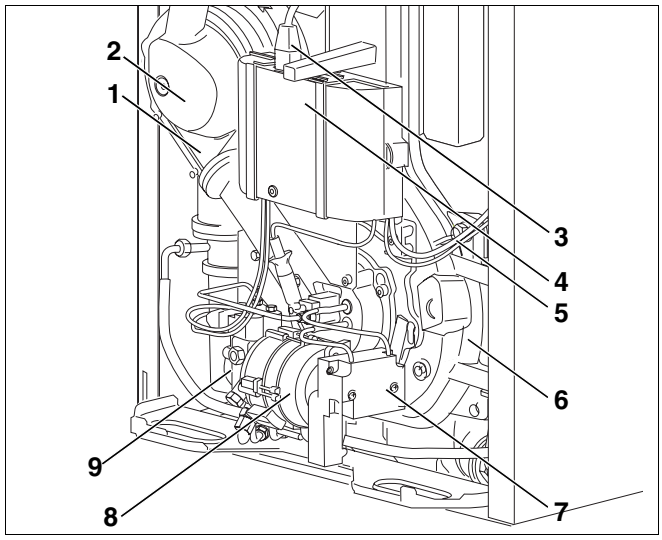
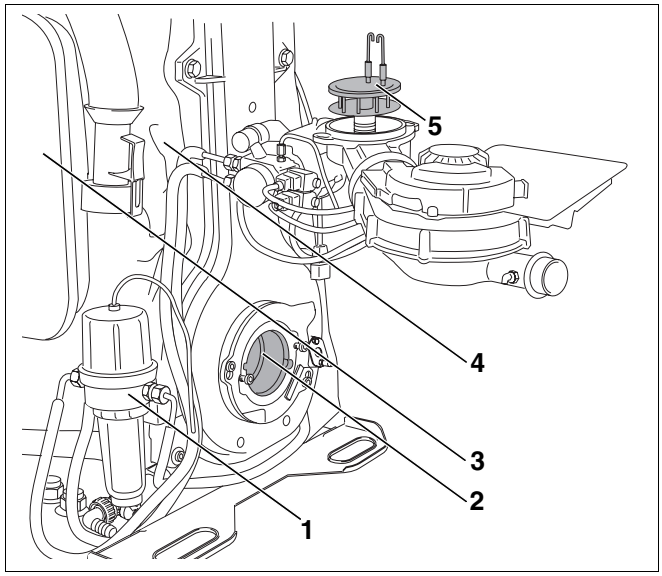

Rys. 3 Elementy główne - palnik olejowy
Rys. 4 Ustawienie palnika w pozycji serwisowej
– Blok kotła z żeliwa, z izolacją cieplną (rys. 4, **poz. 4,** strona 11) i palnikiem olejowym (rys. 3, strona 11). Blok kotła przekazuje wodzie grzewczej ciepło wytworzone przez palnik olejowy.
ciśnieniowe naczynie wzbiorcze (rys. 4, **poz. 3**, strona 11).
– Dmuchawa palnika (rys. 3, **poz. 1**)
– Przyłącze powietrza do spalania (rys. 3, **poz. 2**)
– Silnik pompy olejowej (rys. 3, **poz. 8**)
– Dwustopniowa pompa olejowa z zaworem elektromagnetycznym i przewodami olejowymi (rys. 3, **poz. 9**)
– Cyfrowy automat zapłonowy SAFe 30 (rys. 3, **poz. 4**).
– Wtyczka sieciowa do zasilania elektrycznego automatu SAFe 30 (rys. 3, **poz. 3**)
– Przewód magistrali służący do komunikacji między sterownikiem Logamatic MC10 i automatem SAFe 30 oraz przewody do czujnika zasilania kotła i temperatury spalin (rys. 3, **poz. 5**).
– Transformator zapłonowy (rys. 3, **poz. 7**)
– Filtr oleju z odpowietrzaczem (rys. 4, **poz. 1**)
– Rura palnika (rys. 4, **poz. 2**)
– Ciśnieniowe naczynie wzbiorcze (rys. 4, **poz. 3**)
– Izolacja cieplna (rys. 4, **poz. 4**)
– Układ mieszający (rys. 4, **poz. 5**)